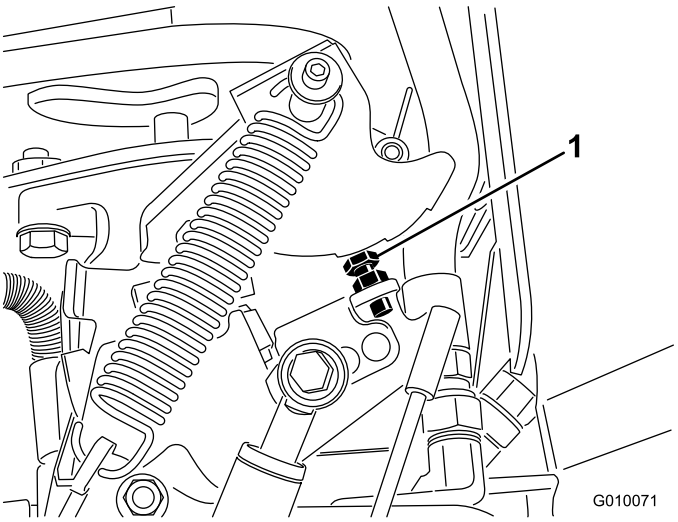

Figur 67
5. Hvis det er nødvendig med justering, vri pumpens stoppbolt (Figur 67) nærmere til stoppeplaten for å redusere hullavstanden eller vri stoppbolten vekk fra stoppeplaten for å øke hullavstanden.